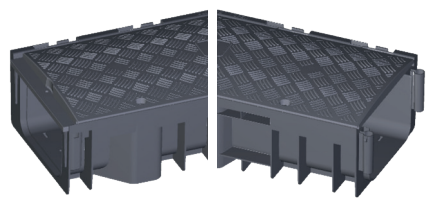
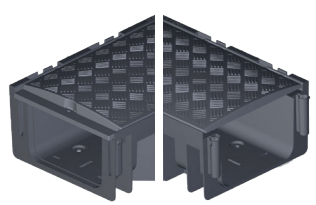

Abbildung 3: Winkelstück für 45°-Winkelelement
Abbildung 4: Winkelstück für 90°-Winkelelement
6. Richten Sie die Stoßkanten der Winkelstücke wie in Abbildung 3 bzw. Abbildung 4 zu erkennen ist, zueinander aus, um das benötigte Winkelelement herzustellen.